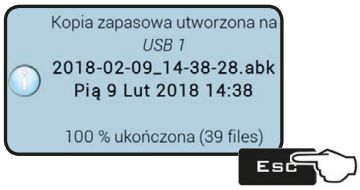
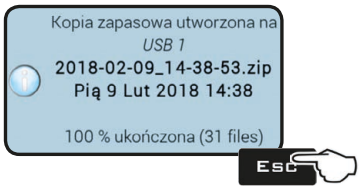

Rys. 302
Rys. 303
- Komunikat potwierdzenia (Rys. 302 / Rys. 303) wyświetli się na displayu na zakończenie zapisu. Nacisnąć **ESC**.